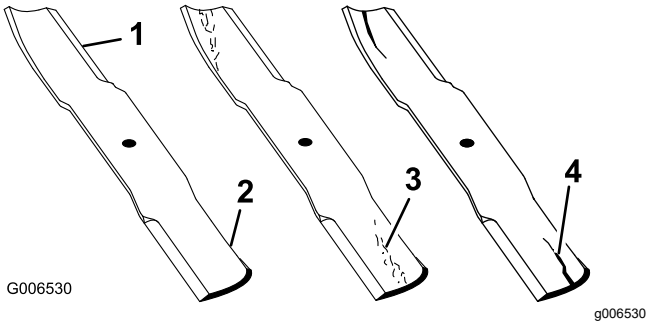

Figura 62
1. Inspectai marginile de tăiere (Figura 62).
4. Dacă observai orice crăpături, urme de uzură sau formarea unei fante în această zonă, instalai imediat o lamă nouă (Figura 62).